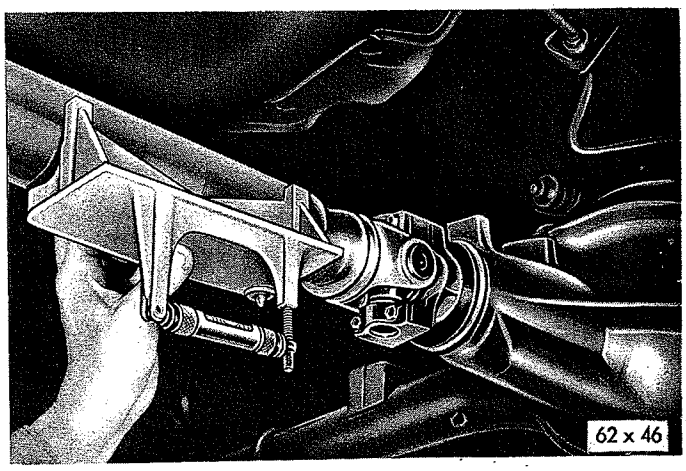

*Fig. 11—Measuring Rear Universal Joint Angle*
(3) Remove gauge SP-5060 from differential and carrier assembly and position it squarely and firmly along underside of propeller shaft (Fig. 11). Make sure Veeway is in alignment and that both adapter pins are contacting shaft. Be sure arrow on gauge is pointing toward the front of car.